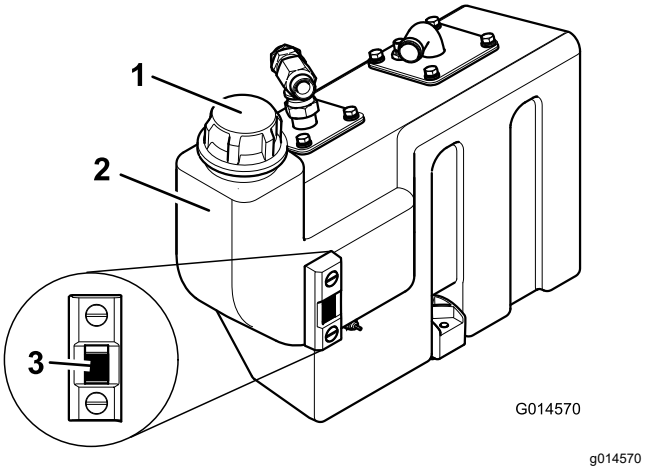

**Figur 73**
3. Hvis der er behov for mere hydraulikvæske, rengør da området omkring påfyldningsstudsen og hydrauliktankens dæksel (Figur 73), og fjern dækslet.